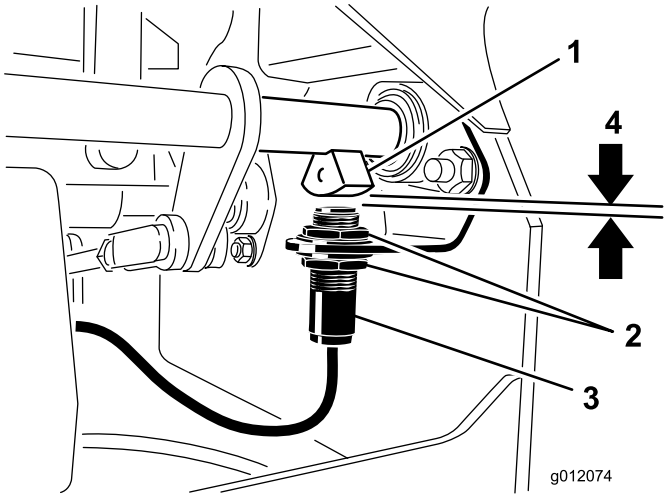

Figur 53
4. Flyt kontakten op eller ned på beslaget, indtil afstanden mellem bremseakselsensoren og kontaktstemplet er 3,9 mm (Figur 53).